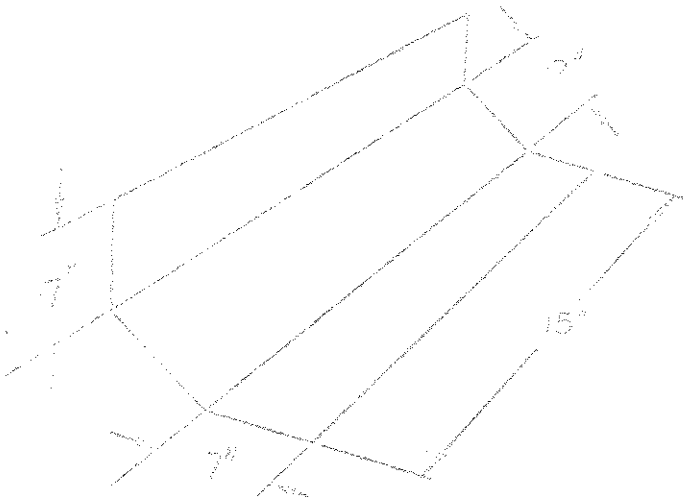

Fig. 2
4. [illegible] wire, [illegible] No. 02-0270, [illegible] rubber to the area where it runs along the seat floor [illegible] be fitted by a guard as shown. Refer Fig. 2 & 3. Drill [illegible] at or 24 0150 diameter holes, and rivet a piece [illegible] the floor and cockpit side using 3 pop rivets at 3" pitch.